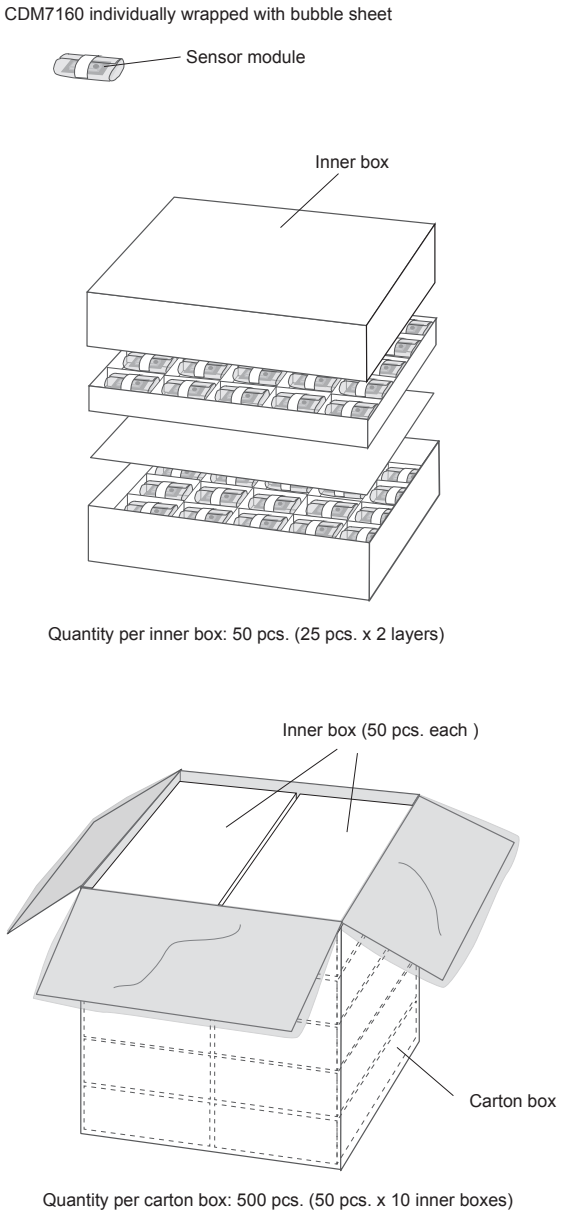

Fig. 15 - Packing of CDM7160
5. Packing ***(Fig. 15--see p. 12)***